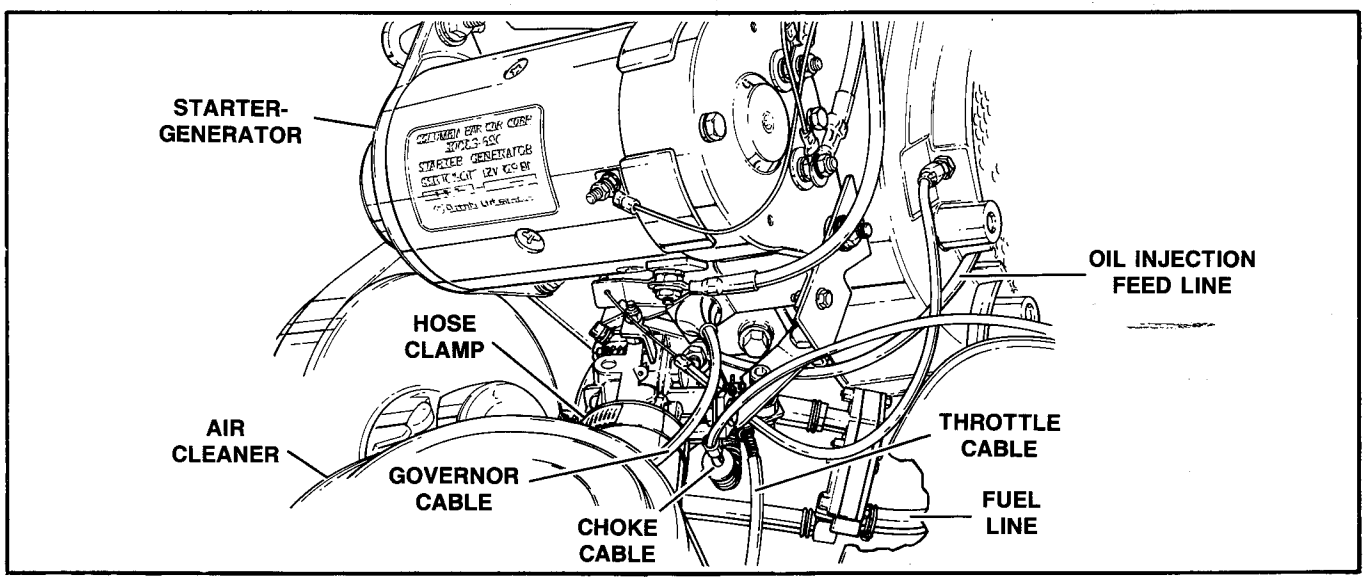

Figure 44 – Engine Removal
c. See Figure 44. Disconnect fuel line at the fuel pump. Disconnect oil injection feed line at oil pump. Loosen the air cleaner hose clamp at the carburetor and pull hose free of carburetor. Disconnect choke and throttle cables at carburetor. Disconnect the coil wires. Disconnect governor cable, governor arm, and ground strap.
e. See Figure 44. Install air cleaner hose to carburetor and tighten clamp. Secure the fuel line to the fuel pump. Install oil injection feed line to oil pump.
f. See Figure 44. Connect throttle and choke to carburetor and governor cable to governor arm.
g. See Figure 44. Install the starter-generator and cable guide. Connect coil and solenoid wires.